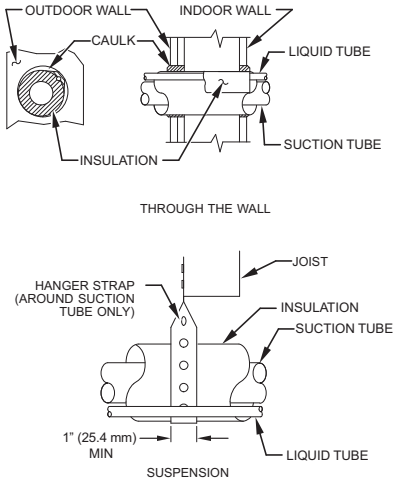

Fig. 1 - Connecting Tubing Installation
5. When passing refrigerant tubes through the wall, seal opening with RTV or other pliable silicon-based caulk. (See Fig. 1.)
7. Do not suspend refrigerant tubing from joists and studs with a rigid wire or strap which comes in direct contact with tubing.(See Fig. 1.)
9. When necessary, use hanger straps which are 1 in. wide and conform to shape of tubing insulation. (See Fig. 1.)